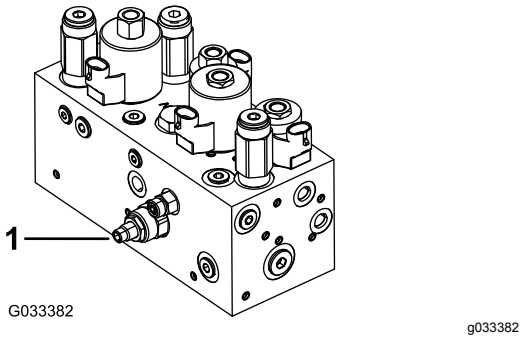

**Figuur 47**
Het circuit voor het opheffen/neerlaten van het maaidek is uitgerust met een doorstroomregelklep (Figuur 47). Deze klep is in de fabriek zo afgesteld dat deze na ongeveer 3 slagen opengaat. U moet de klep echter wellicht bijstellen in verband met verschillen in de temperaturen van de hydraulische vloeistof, maaisnelheden, enz.
1. Breng de stoel omhoog en ga naar de doorstroomregelklep voor het middelste trekframe (Figuur 47) die zich bevindt naast het verdeelstuk van het hydraulische systeem.